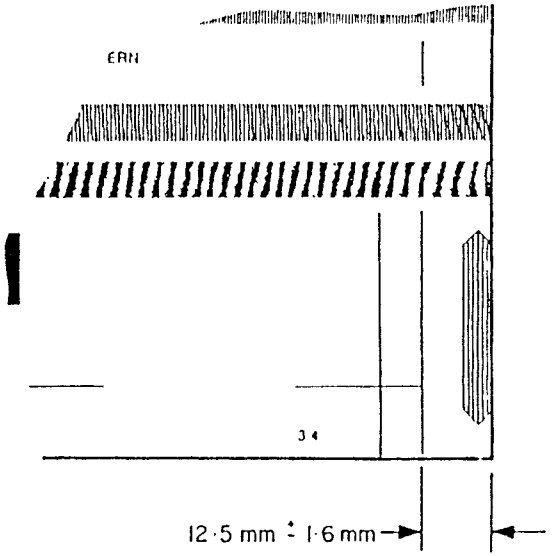

Рис. 2. Измерение регистрации передней кромки.
6. [illegible] оставшихся восьми копиях измерьте расстояние от передней кромки копии до линии увеличения 100% (Рис. 2). Усредните результаты измерений по всем копиям. Если получившееся усредненное значение не попадает в диапазон 12,5 мм +/- 1,6 мм, то выполните регулировку.
6. Отбросьте первую и последнюю из полученных копий. На оставшихся восьми копиях измерьте расстояние от передней кромки копии до линии увеличения 100% (Рис. 2). Усредните результаты измерений по всем копиям. Если получившееся среднее значение не попадает в диапазон 12,5 мм +/- 1,6 мм, то повторите пункты с 1 по 6 данной регулировки.